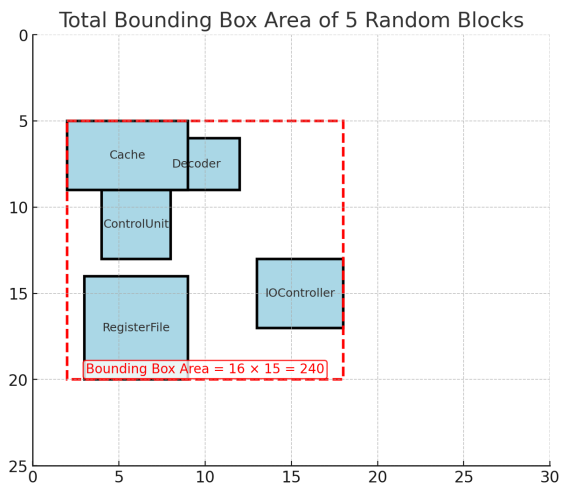

Figure 2
2. **Minimizing the total bounding area:** Figure 2 above hints at how the total bounding area can be calculated for a random placement of 5 component blocks. The red dashed rectangle is the bounding box- aka the smallest rectangle that contains all of the blocks inside. Given the bottom left coordinates (x,y) for all block components, you can easily find out the minimum and maximum of all x and y values, which will help you to calculate the area of such a bounding box [(x_max - x_min) * (y_max - y_min)]. The **smaller** the bounding box area is, the **better** the layout is.
3. **Minimizing total component overlaps:** In Figure 2, there exists an overlap between the two components (cache and decoder). A single block can, in fact, be overlapped with multiple other blocks in a random placement. **Overlaps are not desirable.** Hence, a